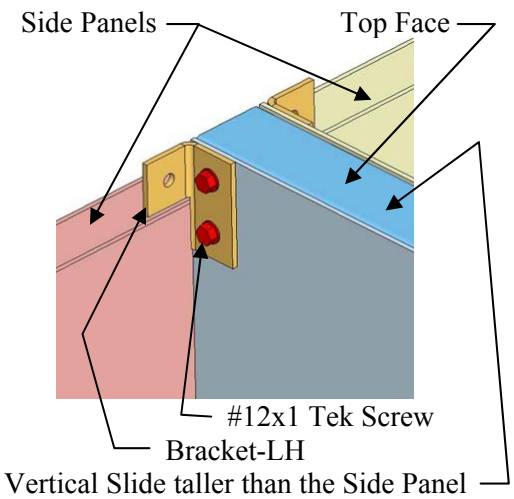
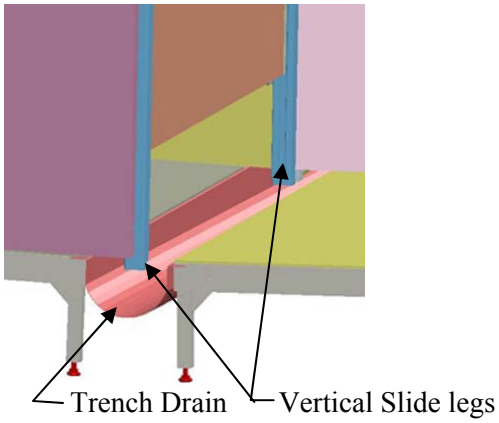
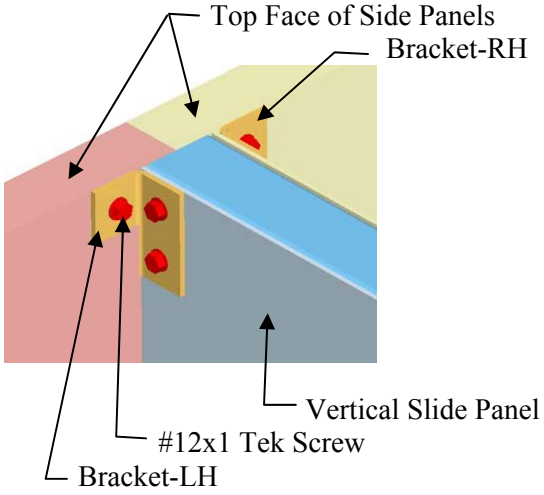
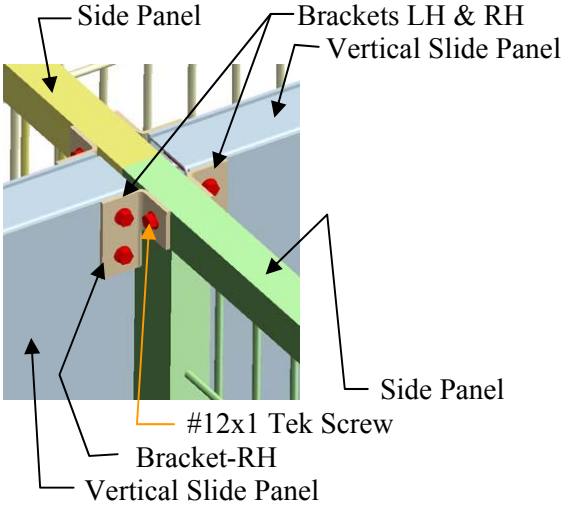

Figure 22
Figure 22A
Figure 23
Figure 23A
1. Locate LH & RH Brackets that have three drilled holes. Attach the brackets to both sides of the Vertical Slide Panel using 1" self drilling Tek screws. Make sure to flush the Brackets with the top face of the Vertical Slide Panel **(Figure 22).**
2. After attaching the Brackets to the Vertical Slide Panel and you will notice it is taller than the Side Panels **(Figure 22)**. Position the Vertical Slide Panel in the middle of the kennels by bringing its legs inside the trench drain **(Figure 22A)** and mount to the Side Panels using 1" self-drilling Tek screws. Be sure to flush the top of the Side Panels with the top of Vertical Slide Panel before attaching (**Figure 23**). Have another helper hold in place while you attach. Follow the same instructions to attach the brackets to the Side Panels on the other side of Kennels (**Figure 23A**).